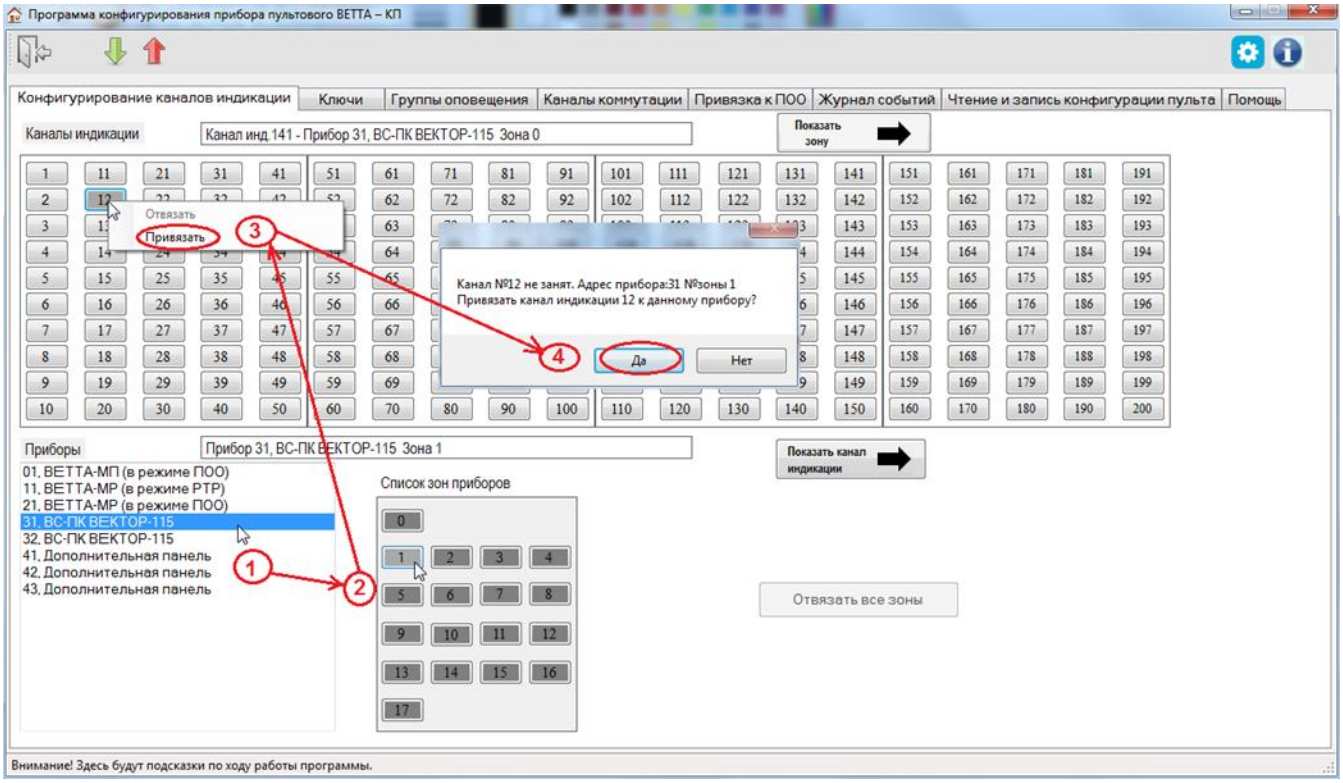

Рис. 17. Порядок действий при привязке зоны прибора к каналу индикации
5) В списке «Приборы» выделите первое устройство, зоны которого привязываются к каналам индикации панелей (Рис. 17, шаг 1), при этом в списке «Список зон приборов» отобразится текущая информация о состоянии привязки зон выбранного прибора к каналам индикации.
6) В списке «Список зон приборов» выделите первую привязываемую зону прибора (Рис. 17, шаг 2).
7) Выделите левой кнопкой мыши канал индикации пультового прибора, к которому хотите привязать зону, вызовите, правой кнопкой мыши, контекстное меню, и выберите в нем пункт меню «Привязать» (рис. 17, шаг 3).
8) Программа-конфигуратор выводит диалоговое окно с подробной информацией о проводимой операции и запросом подтверждения выполнения привязки (Рис. 17, шаг 4).